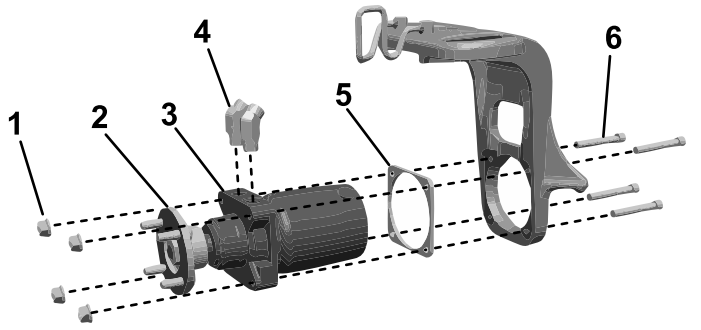

図 5
- **キャスターフォークにホイールモーターアセンブリを取り付けるための4つのネジ穴があるマシンの場合** ホイールモーターアセンブリとシムプレートをキャスターフォークに取り付けモーターとキャスターフォークの間にシムを置く、ソケットヘッドボルト1/2 x 3-3/4”4本、およびロックナット4個で固定する。図 5